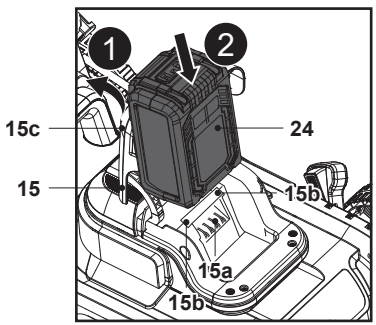

**Fig. 8**
2. Soulever le couvercle magnétique (15c) et ouvrir le couvercle du compartiment de la batterie (15) (Fig. 8, étape 1).
3. Aligner la batterie (24) sur les deux glissières (15b) et faire glisser la batterie (24) pour la fixer (Fig. 8, étape 2).
4. S'assurer que les contacts électriques (15a) sont complètement insérés dans la batterie (24) et qu'ils s'enclenchent.
5. La batterie (24) ne peut être installée que dans un seul sens.
6. Fermer le couvercle du compartiment de la batterie (15) avec précaution.